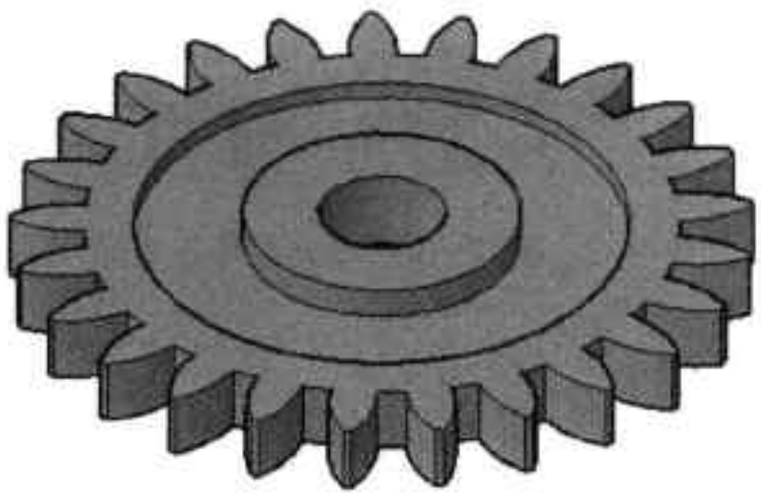

图12-56 拉伸圆柱面
Step19 执行“按住并拖动”命令，选中刚减去的圆柱顶面，将该面向 Z 轴正向拉伸 3mm，结果如图 12-56 所示。